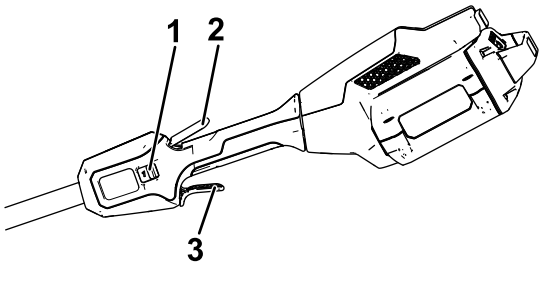

Figur 8
4. Starta trimmern genom att trycka in spärreglaget och därefter trycka på reglaget för reglerbar hastighet (Figur 8).